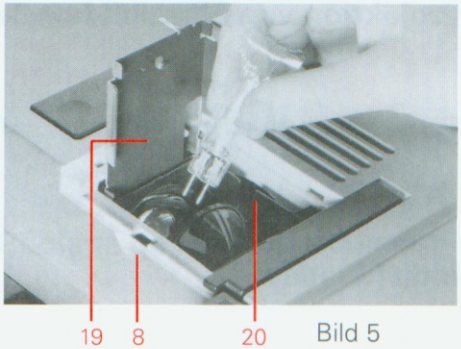

Bild 5
Durch Eingreifen in die Mulde (8) kann die Lampenhausabdeckung (7) angehoben und entfernt werden. Nach Hochschwenken der Lampenhausschutzplatte (19) die defekte Halogenlampe aus dem Lampenhaus (20) nach oben herausziehen. Neue Halogenlampe 24 V / 150 W in Lampenfassung einsetzen (Bild 5).
Mettre en place une nouvelle lampe halogène 24 V/150 W dans la douille (figure 5).